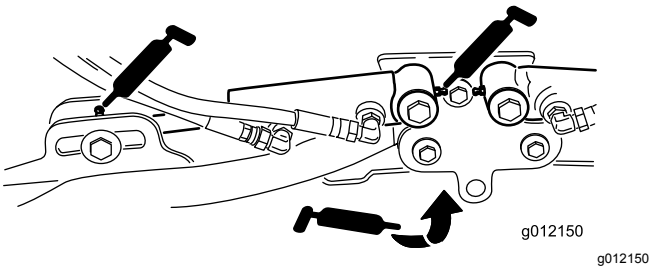

Figuur 75
- Cilinders van hefarm van maaidek (2 elk) (Figuur 75)
- Draaipunten van hefarm (1 elk) (Figuur 75)